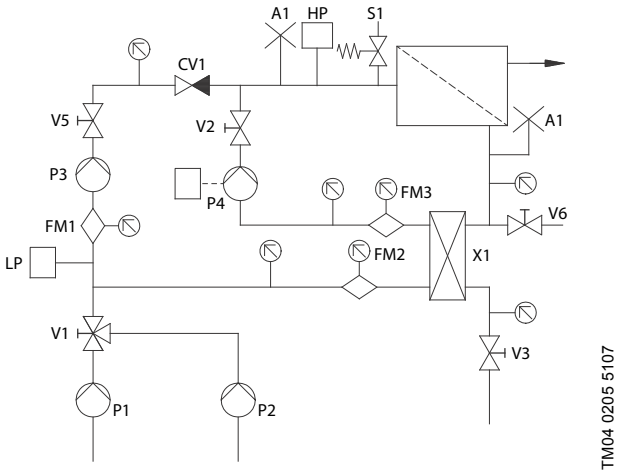

Fig. 16 Exemple de tuyauterie et d'instrumentation
- La tuyauterie selon le schéma, fig. 16.
Ce paragraphe et ses sous-paragraphes se réfèrent au schéma de tuyauterie et d'instrumentation, fig. 16.